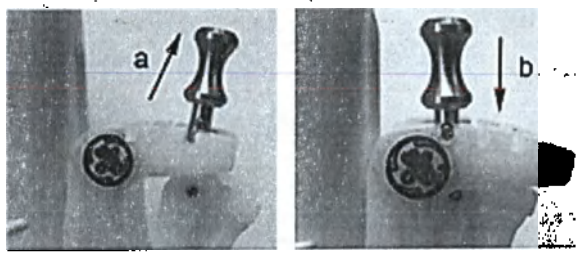

Рис. 11-30. Оттягивание ручки вверх и нажимание на нее
2. Потяните регулятор (Рис. 11-30 a), чтобы свободно перемещать крепление направляющей. Совместите ручку с выбранным положением крепления направляющей иглы.
Вставьте регулятор (Рис. 11-30 b) в нужное гнездо, чтобы зафиксировать положение угла крепления направляющей.